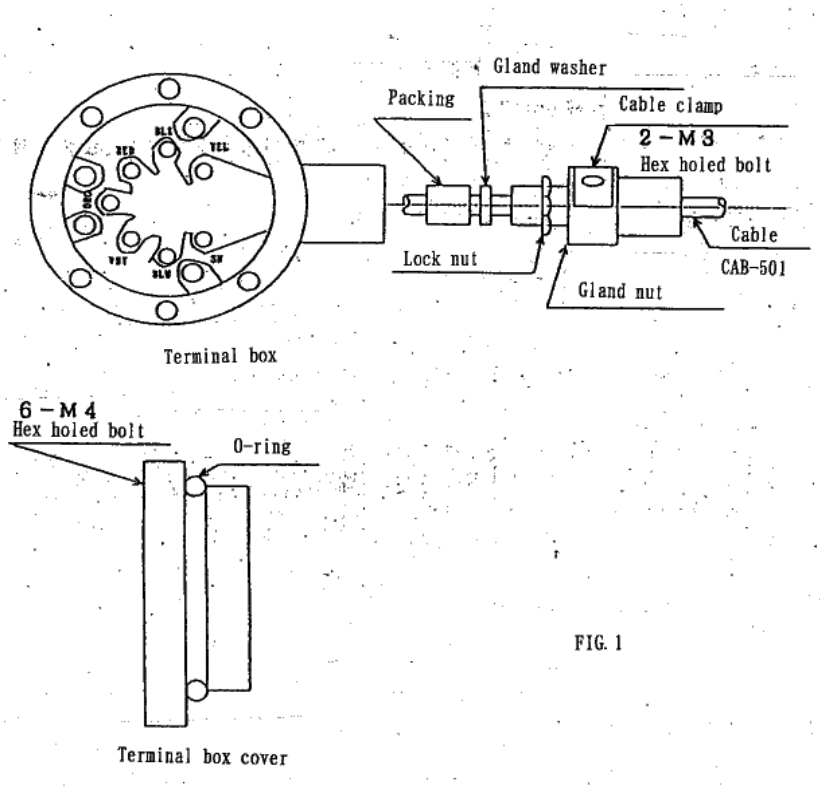

FIG. 1
2) Putting the gland nut, lock nut, gland washer and packing in the specified cable as illustrated in Fig.1,put it in the cable lead hole.
●FIG.1